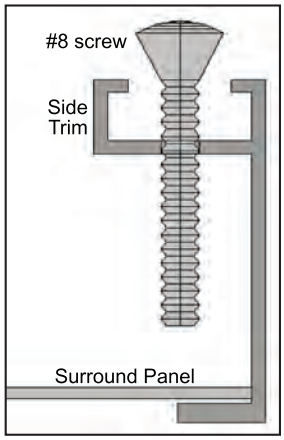

Figure 29: Screw to hold the trim against the surround.
2. Slide the two (2) attached trim pieces onto the surround panel.
5. On the side trims there are holes 2" (50 mm) from either end. Using a Phillips screwdriver, place a #8 screw 1¼" long in each hole and tighten (refer to Figure 29). This will keep the trim tight against the surround.